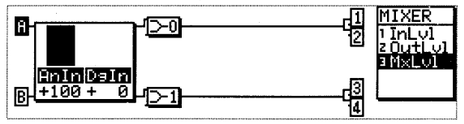

Fig.11
3. Using the rotary encoder, set "AnIn" to +100 and "DgIn" to 0. (See Fig.11. P6)
3．ロータリーエンコーダーで AnIn を＋100，DgIn を０にする。(Fig.11.P6)